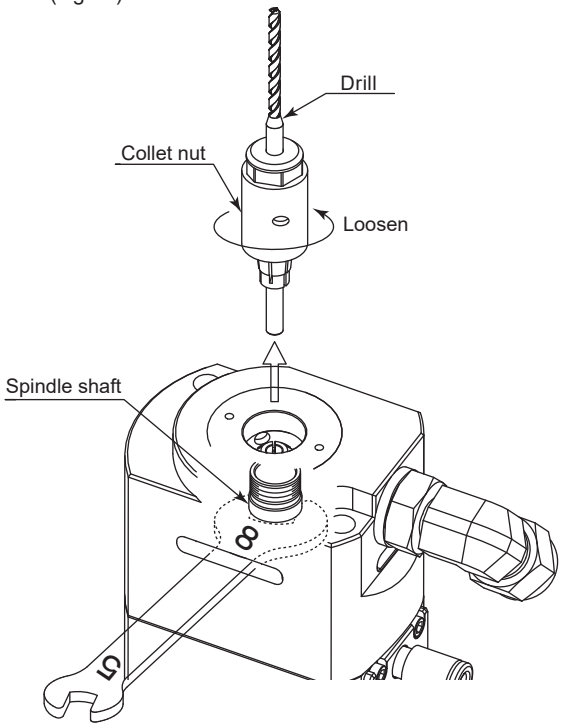

Fig. 8
(1) Loosen the collet nut with the drill installed as described in section "8. CHANGING THE DRILL". Keep turning the collet nut until it comes out of the spindle shaft together with the drill, and then remove the drill from the collet. (Fig. 8)